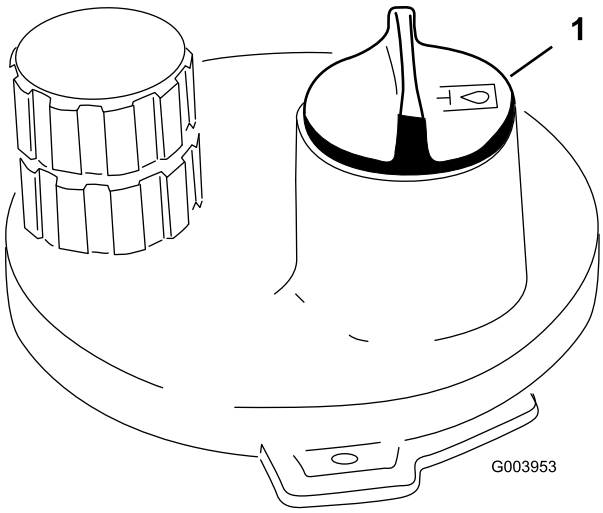

Figur 38
3. Gör rent omkring påfyllningsröret och locket på hydraultanken (Figur 38). Ta bort locket från påfyllningsröret.